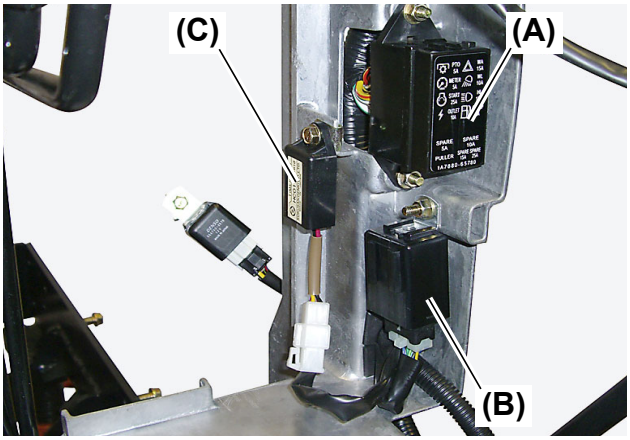

Fig. 3
1. Remove the fuse box **(Fig. 3, (A))**, relay **(Fig. 3, (B))** and glow plug timer **(Fig. 3, (C))** from the column bracket.